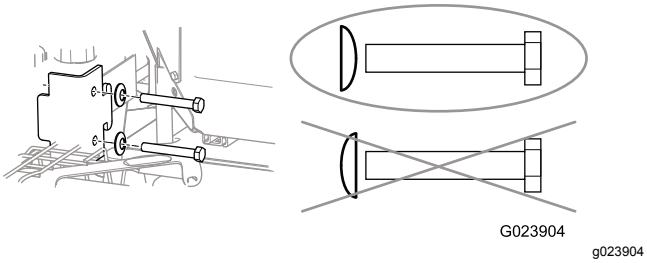

**Рисунок 7**
***Внимание:*** **Убедитесь, что каждая пружинная шайба обращена выпуклой стороной к головке болта, как показано на Рисунок 7.**